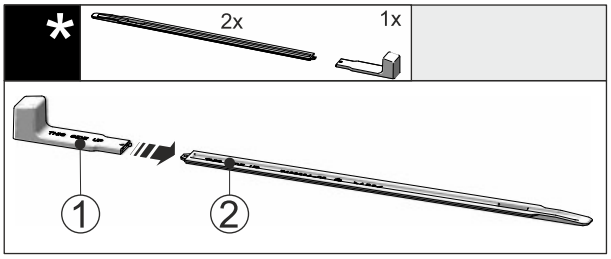

Fig. 50
▶ Inserire l'impugnatura di montaggio *Fig. 50 (1)* sulla guida di livellamento *Fig. 50 (2)*.